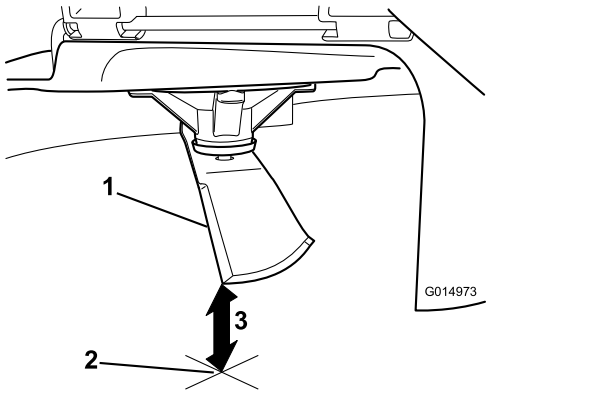

Figuur 77
5. Meet de afstand tussen het uiteinde van het mes en de vlakke ondergrond (Figuur 77).